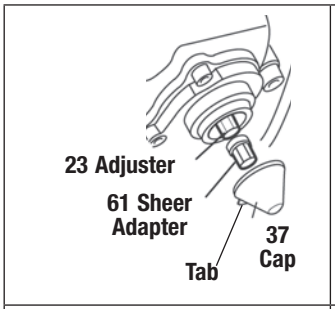

Figure 18 – Exploded View of Adjuster and Adapter
For illustration purposes, the exploded view (*Figure 18*) shows the adjuster (23) and shear adapter (61) separated. When using the adjuster mechanism, always have the shear adapter installed on the adjuster.